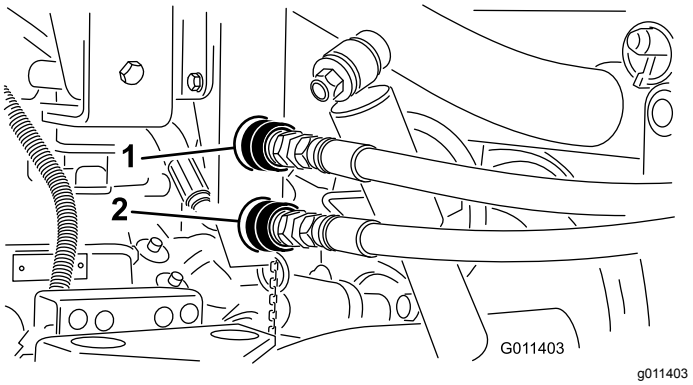

Figur 17
3. Rengör topdresserns snabbkopplingar (Figur 17) innan du ansluter dem. Smutsiga kopplingar kan förorena systemet. Fäst båda snabbkopplingarna på Workman efter rengöringen. Slangarna har markerats med A och B, passa ihop dem med snabbkopplingarna
Obs: Kopplingarna som visas i Figur 17 är från fordon med serienummer som är lägre än 239999999.